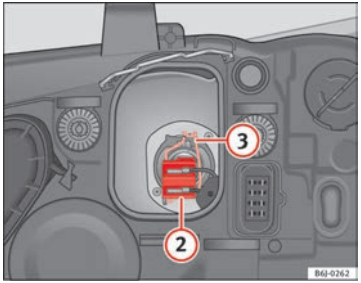

Fig. 166 Dipped beam headlights
– Remove connector ⇒ Fig. 166 (2) from the bulb.
– Unclip the retainer spring ⇒ Fig. 166 (3) pressing inwards to the right.